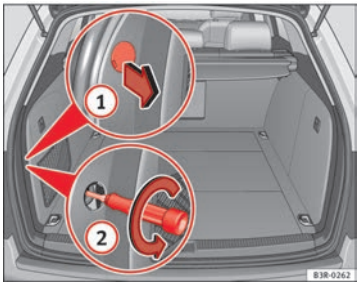
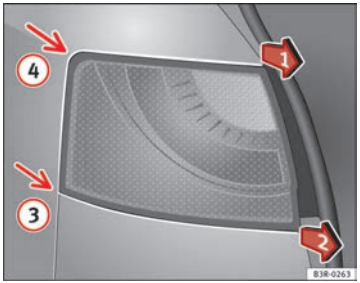

Fig. 223 Luggage compartment: Location of the bolt securing the tail light unit
Fig. 224 Removing tail light from side panel
– Prise off the cover with a screwdriver in the slot ⇒ Fig. 223 (1) and remove the cover (with all the retaining clips) from the opening.
– Carefully loosen the screw located behind the cover with a screwdriver, turning it anticlockwise (arrows) (2).
– Gradually ease the tail light out of the housing (⇒ Fig. 224 positions (3) and (4)) by pulling alternately in positions (1) and (2).